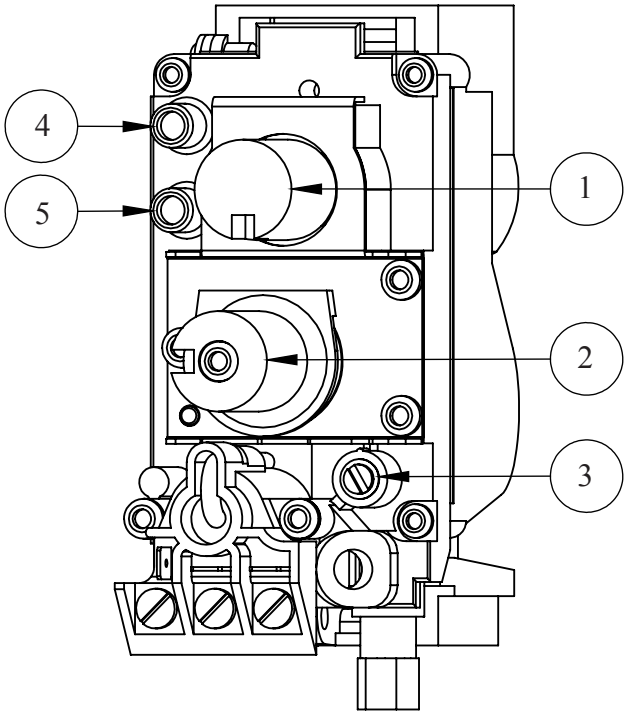

Figure 27: Valve Details.
The pressure taps are located on the front side of the valve (see Figure 27).
1. The adjustment screw can be reached through the front of the unit using a 10 inch long blade screw driver (see Figure 27 for location on valve).